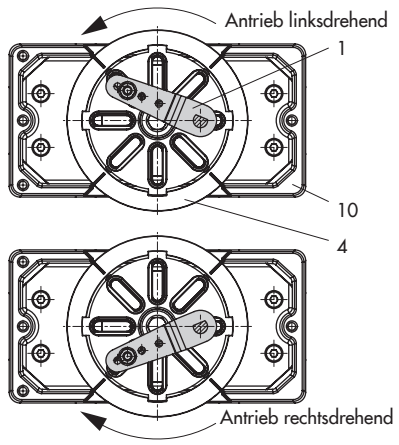

Bild 11: *Drehrichtung*
6. Stellungsregler auf das Gehäuse (10) setzen und festschrauben. Dabei den Hebel (1) so ausrichten, dass er unter Berücksichtigung der Drehrichtung des Antriebs mit seinem Abtaststift in den entsprechenden Schlitz eingreift (vgl. Bild 11).